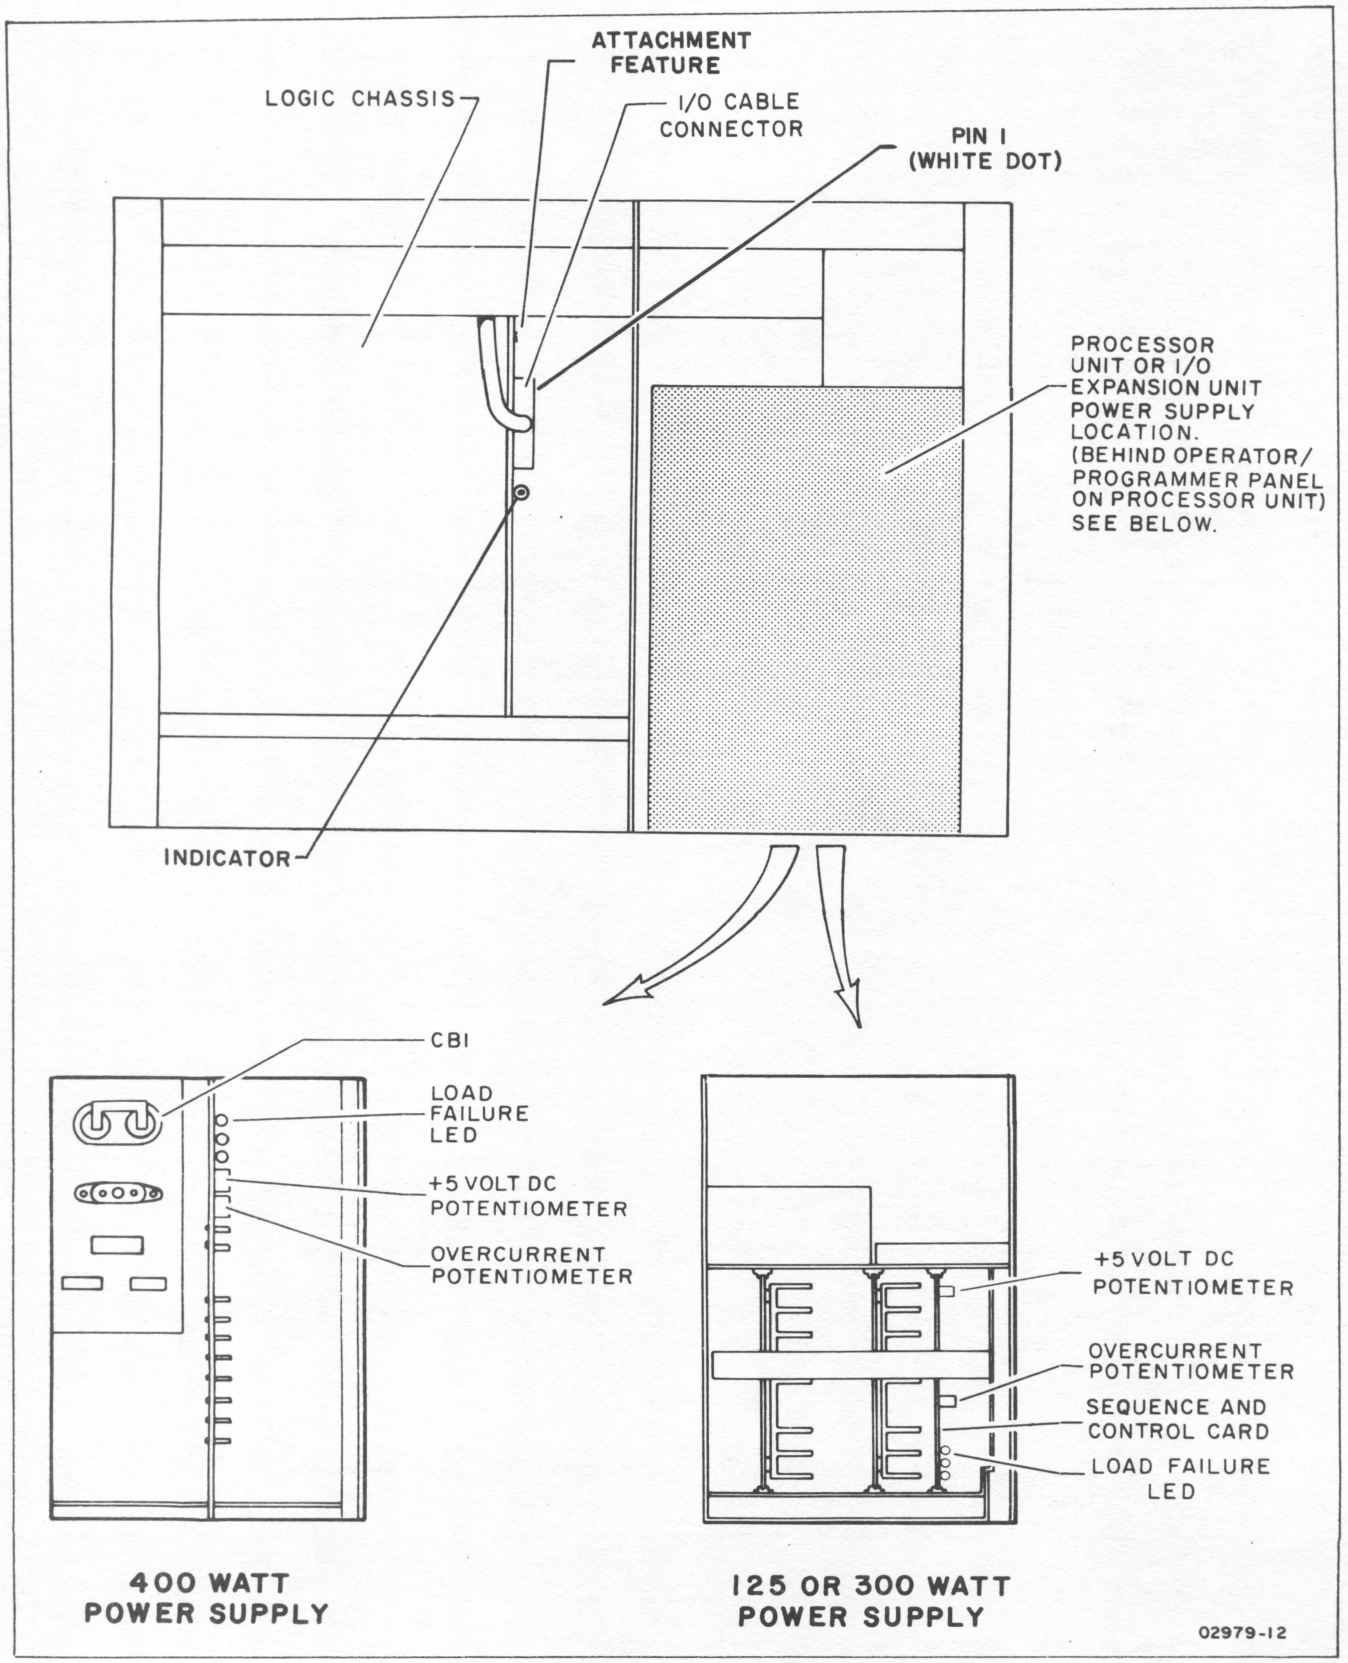

Figure 3-2. Adjustment Potentiometers and Attachment Cable
11. Connect the attachment feature card-Series/1 adapter interface cables as shown in figure 3-2. Note that the Bus In cable is connected to the top connector on the card and the Bus Out cable is connected to the bottom connector on the card.
If chassis power does not come up, turn the overcurrent potentiometer (see figure 3-2) clockwise one full turn; then press the unit power ON/OFF switch to OFF, then to ON. Keep repeating this clockwise adjustment and power sequencing until power comes up.